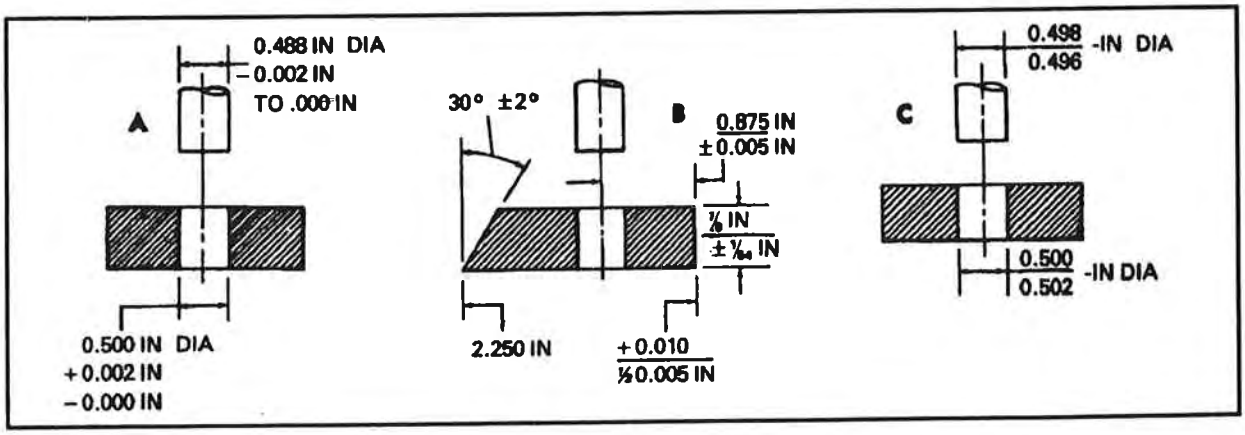

Figure 4-15. Tolerances
- Unilateral method—uses the minimum or maximum measurement as the dimension figure and gives the allowable difference as a plus or minus tolerance (Figure 4-15 [A]).
- Bilateral method—dimension figure indicates the acceptable plus or minus variation (Figure 4-15 [B]).
- Limit dimensioning method—gives both maximum and minimum measurements (Figure 4-15 [C]).